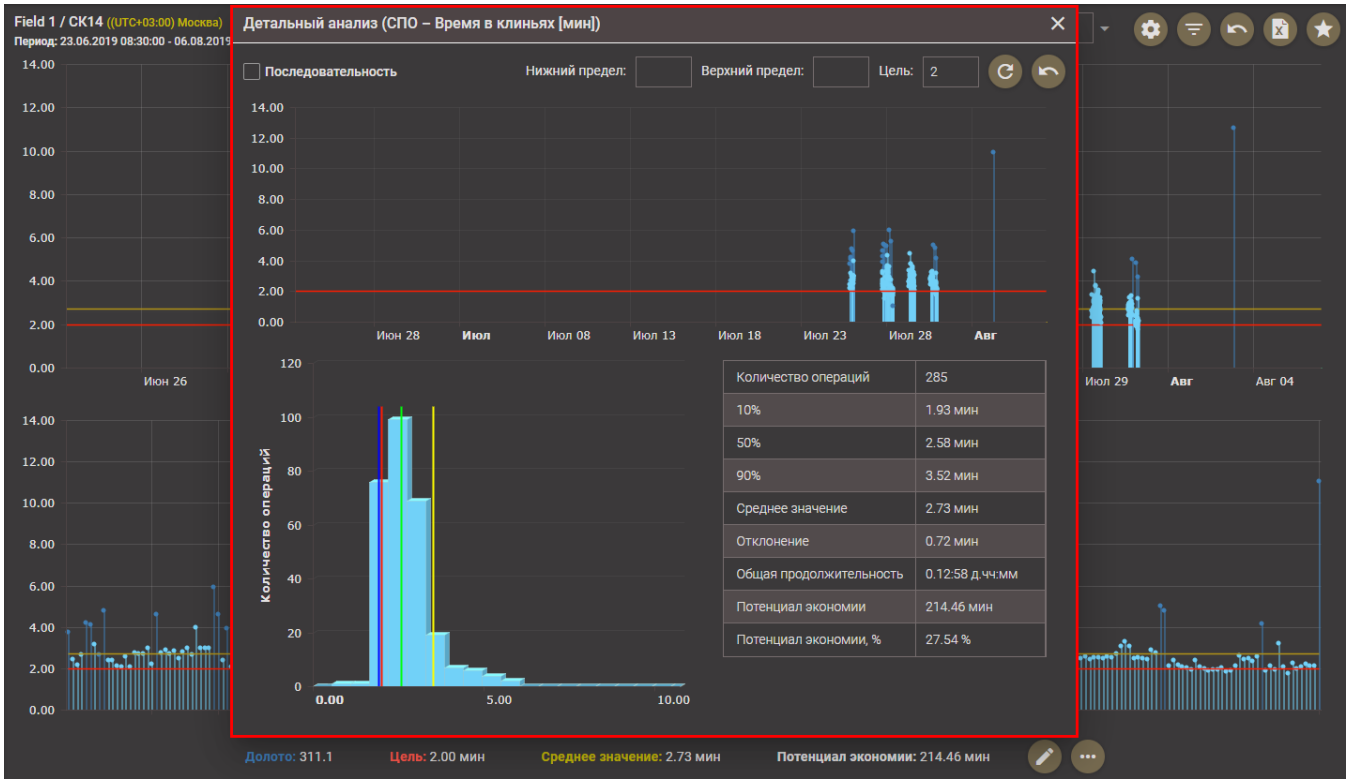

Рис. 2.49
3) В области отображения по нажатию на кнопку открывается окно ДЕТАЛЬНЫЙ АНАЛИЗ (рис. 2.49).